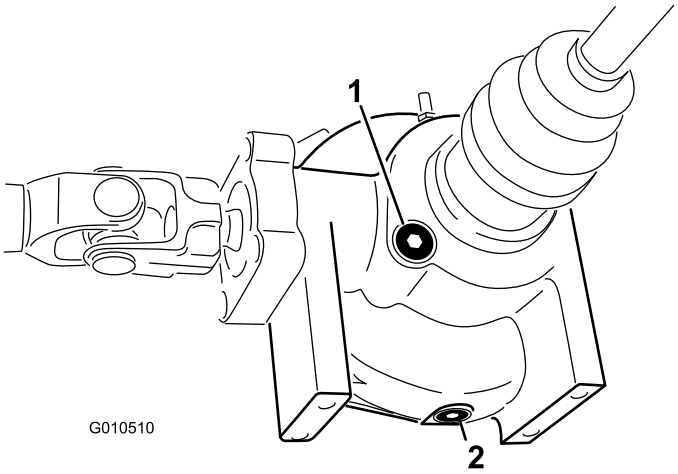

Figur 49
2. Rengjør området rundt tappepluggen på siden av differensialen (Figur 49). Plasser tappefatet under tappepluggen.